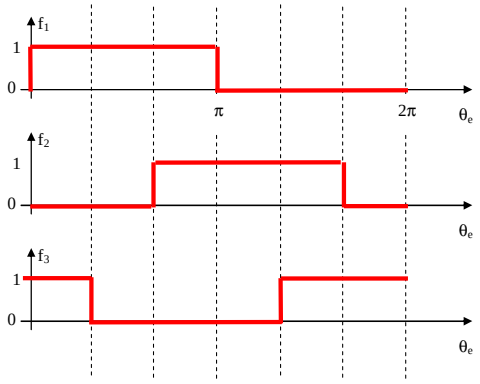

Figure 6
14. Observer les fonctions de commande représentées sur la figure 6 où θ_e est l'angle électrique de la machine. Quel est le nom de cette commande ? Représenter les formes d'ondes des signaux v_{a0}, v_{bO}, v_{cO} et v_{aN} correspondants.